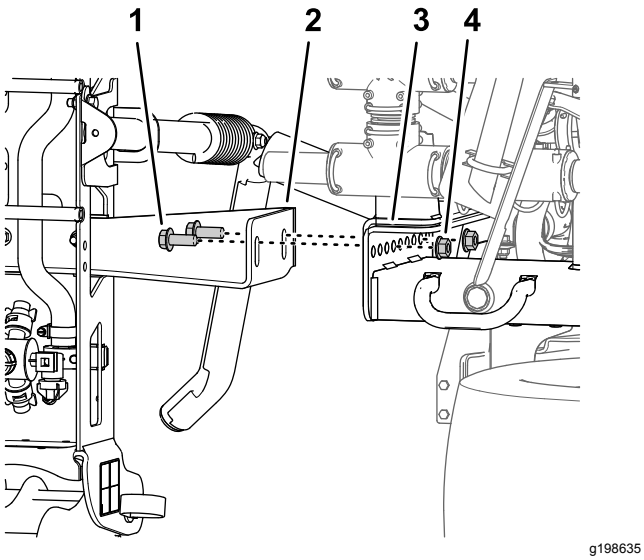

Rysunek 45
4. Odkręć 4 śruby kołnierzowe (1/2 x 1 1/4 cala) i 4 nakrętki kołnierzowe (1/2 cala) mocujące wsporniki środkowej sekcji zraszania do płyty montażowej na ramie maszyny i wyjmij środkową sekcję zraszania z maszyny (Rysunek 45).